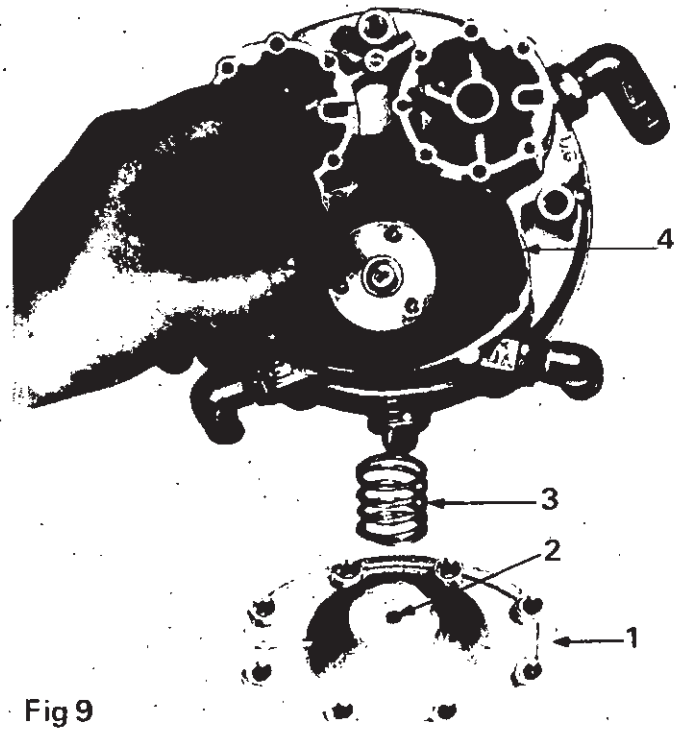

Fig 9
- enlever le couvercle, le ressort et défaire la membrane en la tirant vers les corps de capsules comme indiqué en figure. (Fig. 9)